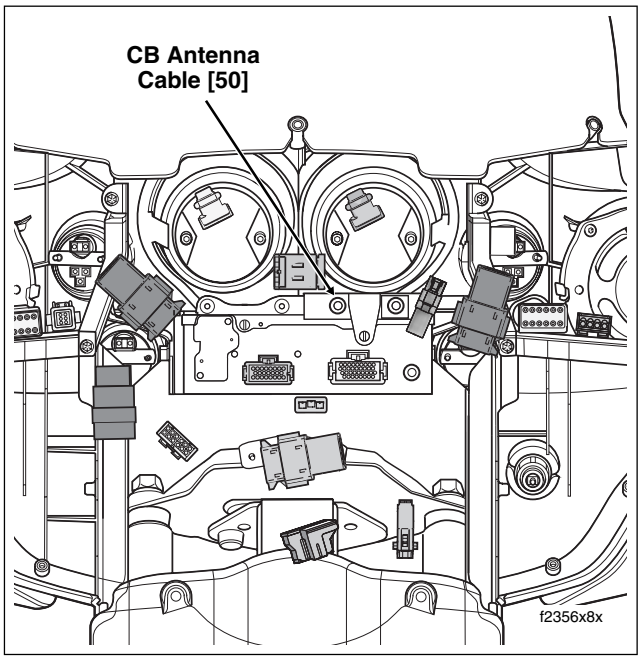

Figure 8-193. Remove Outer Fairing (FLHTCU)
5. Locate CB antenna cable connector [50] at back of CB module (right side). Rotate knurled ring in a counterclockwise direction to disconnect. See Figure 8-193. Carefully cut cable where it exits audio harness conduit.
1. At front of inner fairing, rotate knurled ring to connect CB antenna cable connector [50] at back of CB module (right side). See Figure 8-193.